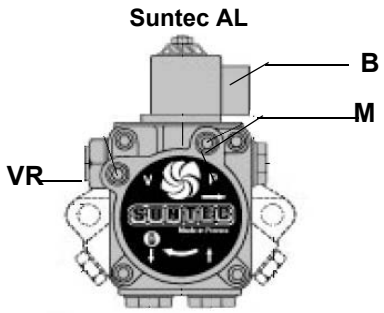

Рис. 15
5) выпустить воздух через штуцер манометра **M** насоса, расслабляя слегка заглушку, но не снимая ее (Рис. 15);